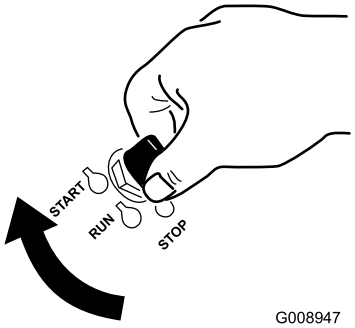

Figur 15
1. Vri tenningsnøkkelen til stillingen Start (Figur 15).